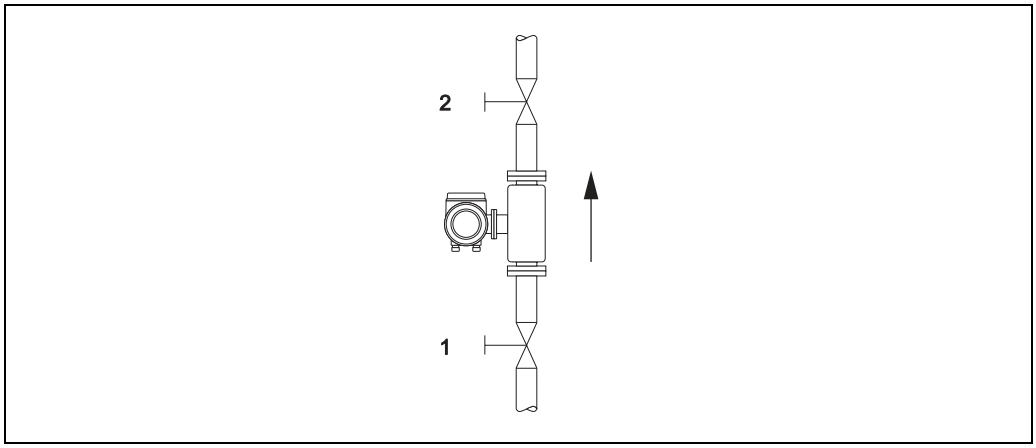

Fig. 17: Zero point adjustment and shut-off valves (1, 2)
- A zero point adjustment is performed with the measuring tubes completely filled and at zero flow (v = 0 m/s). This can be achieved, for example, with shut-off valves upstream and/or downstream of the sensor or by using existing valves and gates (Fig. 17):